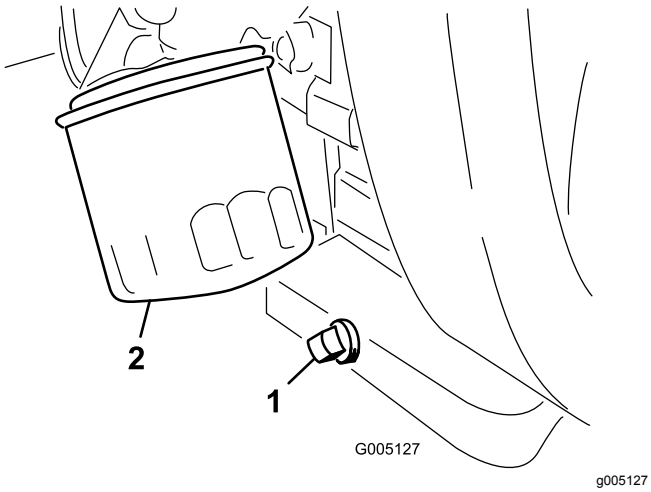

Figur 43
1. Ta bort avtappningspluggen (Figur 43) och låt oljan rinna ned i ett avtappningskärl.
2. Rengör gängorna på avtappningspluggen, stryk på PTFE-tätning och sätt tillbaka avtappningspluggen (Figur 43).
3. Avlägsna oljefiltret (Figur 43).